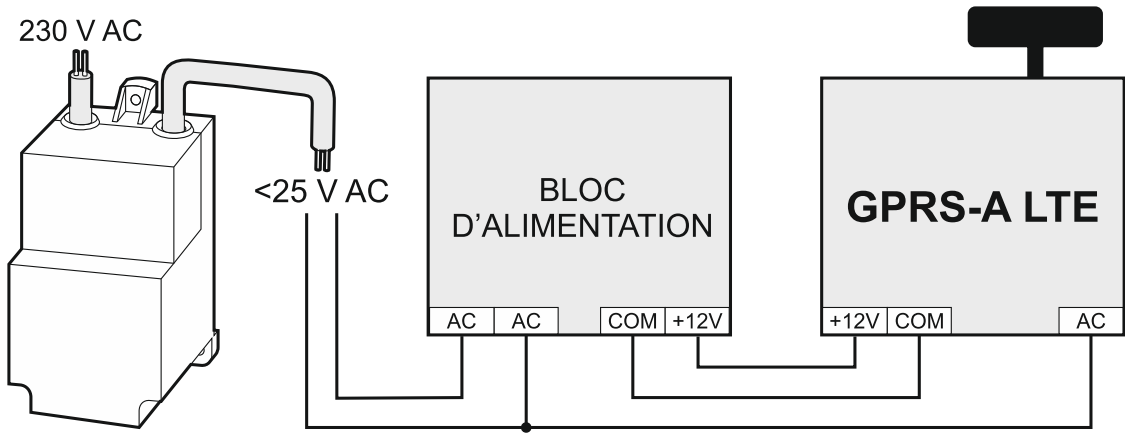

Fig. 7. Exemple de connexion de l'alimentation et du contrôle de présence de la tension alternative.
2. Pour que le module surveille la présence de la tension alternative alimentant l'appareil, connectez le fil de l'enroulement secondaire du transformateur qui alimente ce dispositif à la borne de l'entrée AC (voir fig. 7).